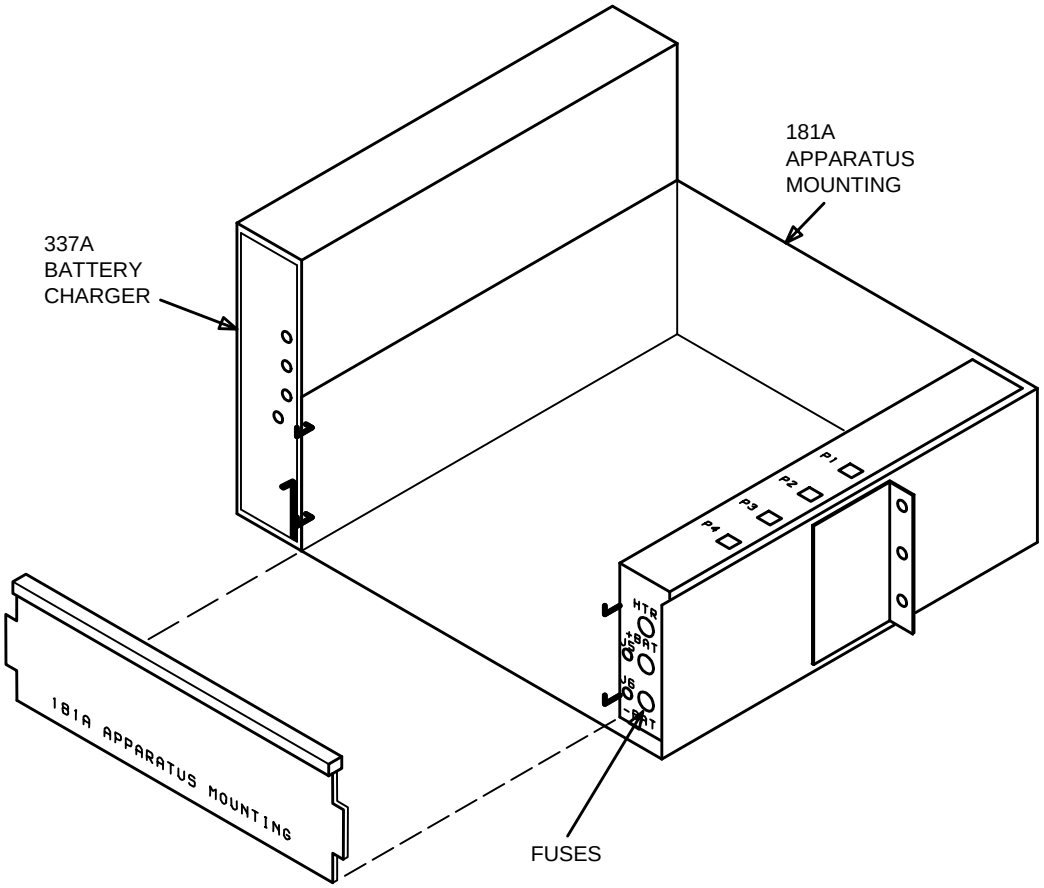

**Figure 2 – Battery Shelf**
22. At front of battery shelf, remove front cover by lifting cover up and out (Figure 2).